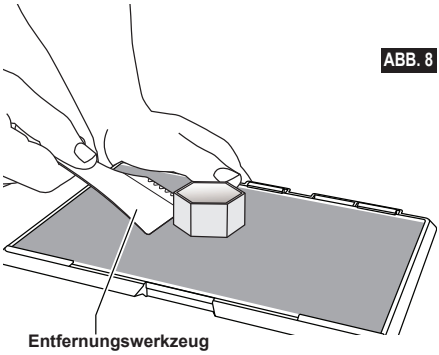

ABB. 8
3. Ziehen Sie das Objekt von der Druckplattform ab. Verwenden Sie dazu bei Bedarf vorsichtig den Spatel zum Entfernen von Objekten (s. Abb. 8). Entfernen Sie bei Bedarf das Druckband (die Druckmatte) zusammen mit dem Objekt von der Druckplattform. Anschließend können Sie das Druckband (die Druckmatte) vom Objekt entfernen.